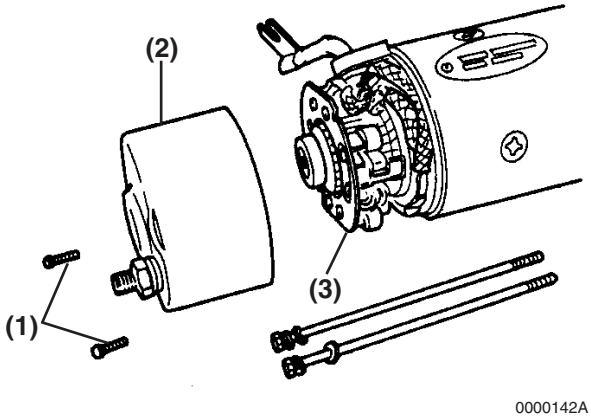

Figure 10-32
11. Carefully reinstall the brush holder **(Figure 10-32, (3))** assembly.
12. Reinstall the rear cover **(Figure 10-32, (2))** and secure with two bolts **(Figure 10-32, (1))**.